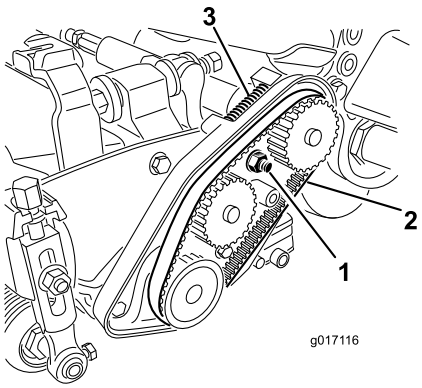

Figur 42
A. Løsn lejehusets monteringsmøtrik (Figur 42).
C. Fjern eventuelt snavs indvendigt i drivremmens kammer og omkring trykfjederen (Figur 42).